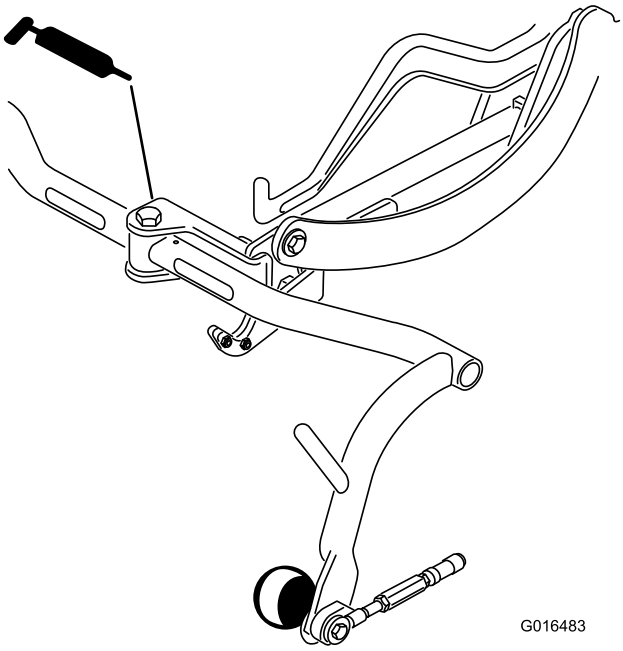

Figur 36
- Bärramens vridfäste (3) (Figur 36)